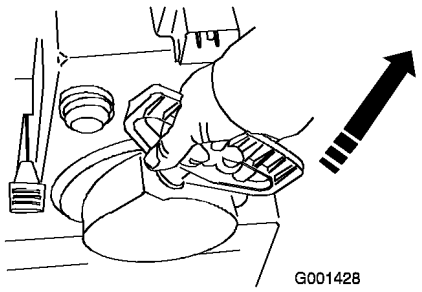

Figur 24
7. Trekk i tilbakespolingsstarteren (Figur 24).